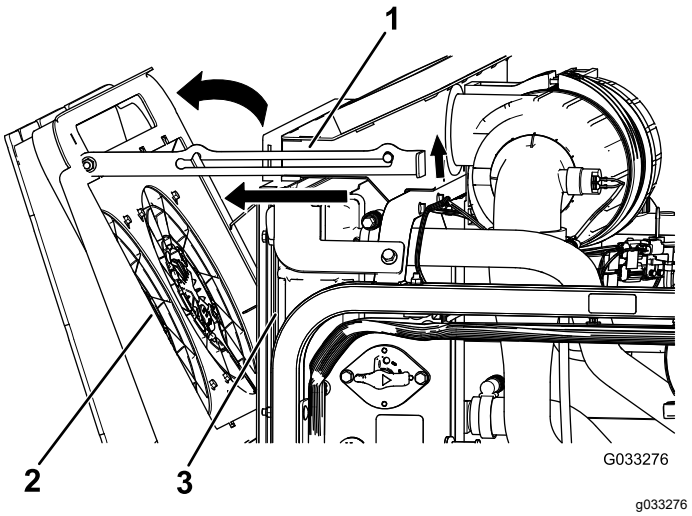

**Figuur 119**
2. Draai de koelventilators van de motor achter de radiateur en zet de steunstang in de inkeping (Figuur 119).